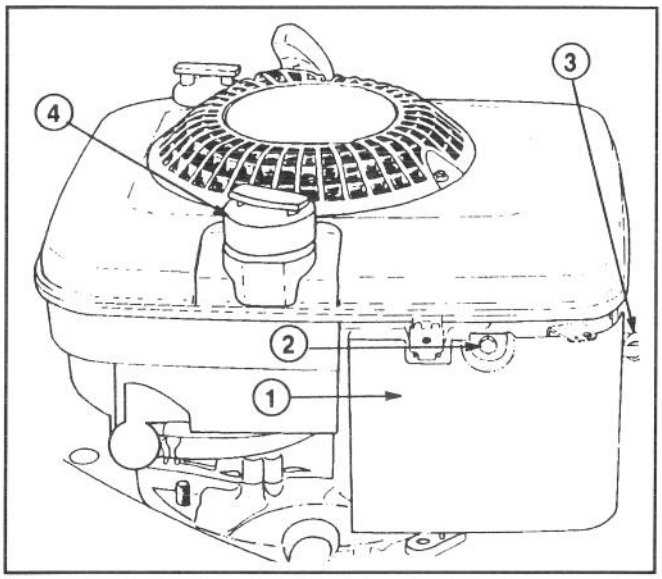

Afbeelding 15
2. Verwijder de schroef waarmee het luchtfilterdeksel aan de motor is bevestigd (Afb. 15). Licht het deksel op en maak het grondig schoon.
1. Zet de motor af en trek de draad van de bougie (Afb. 15).
1. Zet de motor af en wacht totdat de motor is afgekoeld. Trek draad van bougie (Afb. 15).
2. Verwijder de dop van de benzinetank (Afb. 15) en gebruik een pomphevel om de brandstof naar een schoon benzineblik over te hevelen.
1. Zet de motor af en trek draad van de bougie (Afb. 15).